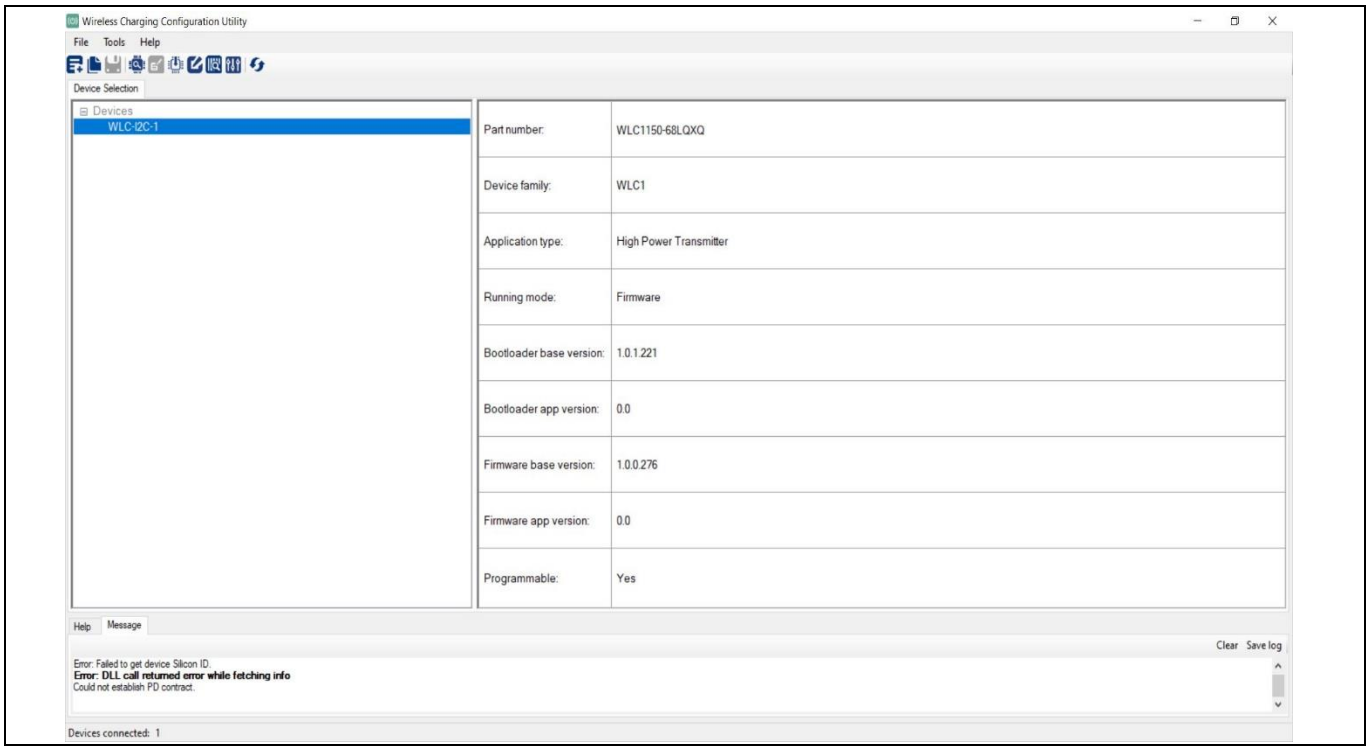

Figure 15 Selective device in Wireless Charging Configuration Utility
d) Confirm that the reference board is selected under the **Device Selection** tab, as shown in **Figure 15**.